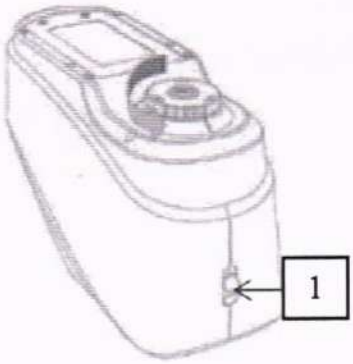

Рисунок 23 – Замена апертуры модели YS3060
10.1.2.1.10 Для модели YS3060 установить сменную апертуру диаметром 8 мм. Для этого перевернуть прибор нижней частью вверх, снять установленную апертуру, повернув её против часовой стрелки, установить апертуру 8 мм и зафиксировать её, повернув по часовой стрелке до упора. Перевести переключатель апертур в положение «MAV» (рисунок 23, позиция 1).